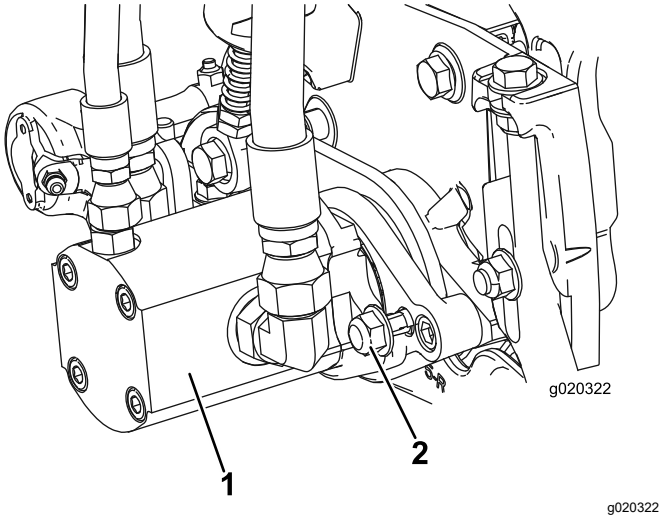

Figuur 13
17. Plaats de motor door deze rechtsom te draaien zodat de borgmoeren niet in de weg zitten van de flenzen van de motor (Figuur 13). Draai de motor linksom totdat de flenzen om de moeren zitten en draai vervolgens de moeren vast.